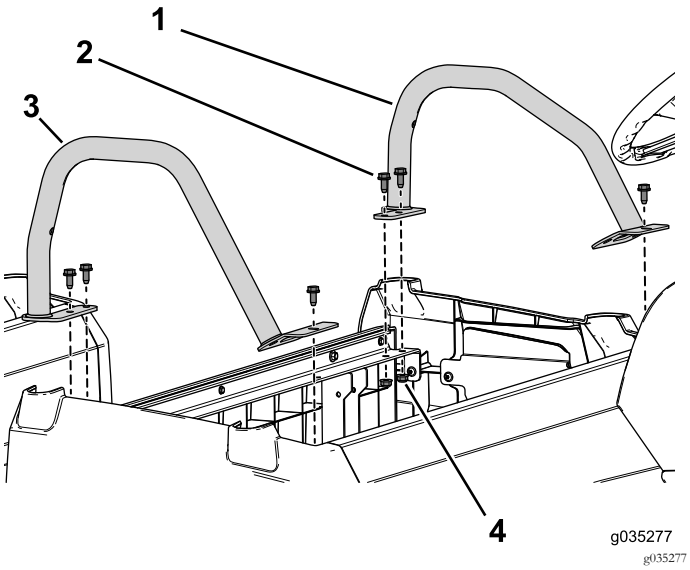

Рисунок 96
7. С помощью 6 фланцевых болтов (3/16 x 3/4 дюйма) и фланцевых гаек прикрепите левый и правый боковые ограничители к переднему основанию сиденья (Рисунок 96).